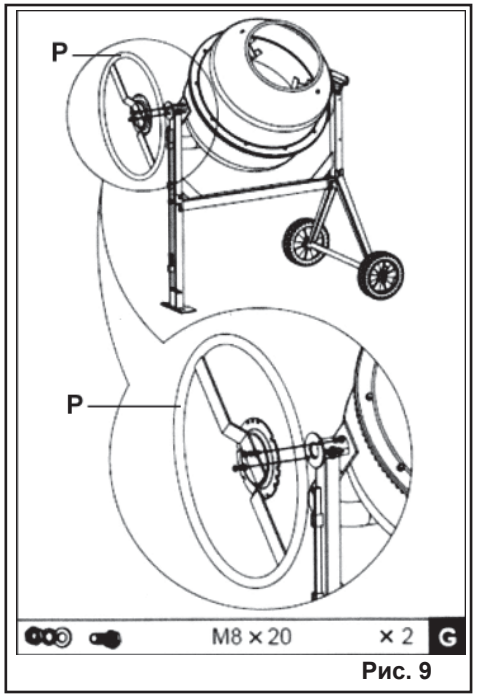

Рис. 9
6.7. Болтами из пакета **G** зафиксируйте штурвал (Р) выгрузки (опрокидыватель) на ступице скобы, используя плоскую, пружинную шайбы, и гайки М8 (Рис. 9).